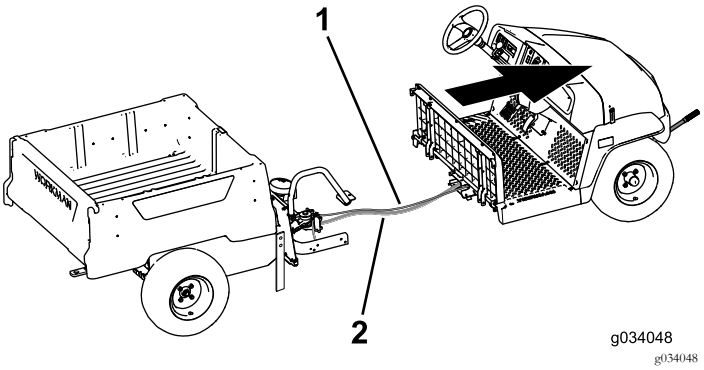

Figur 20
8. Få noen til å hjelpe deg å bevege den fremre delen fremover og bort fra den bakre delen (Figur 20).